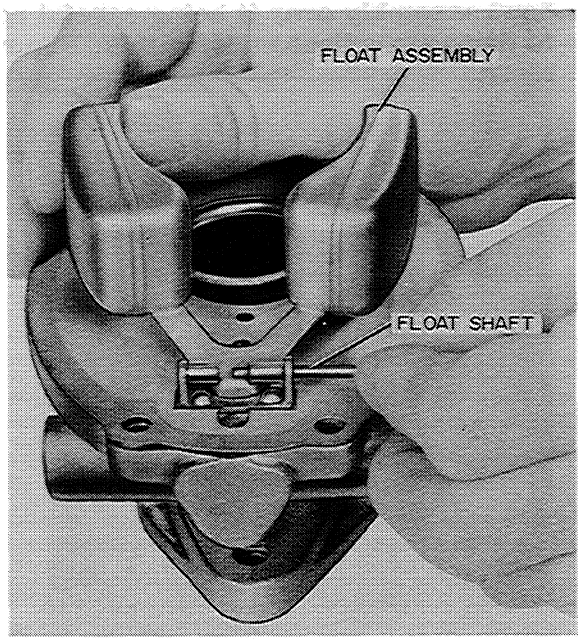

Figure N-45
12. Assemble the float in position with the float shaft, Figure N-45.